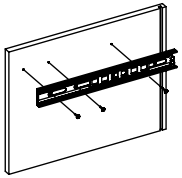

Рис.2
2. Вкрутите шпильки минификс в соответствующие плоскостные отверстия детали 12 (Рис. 2).